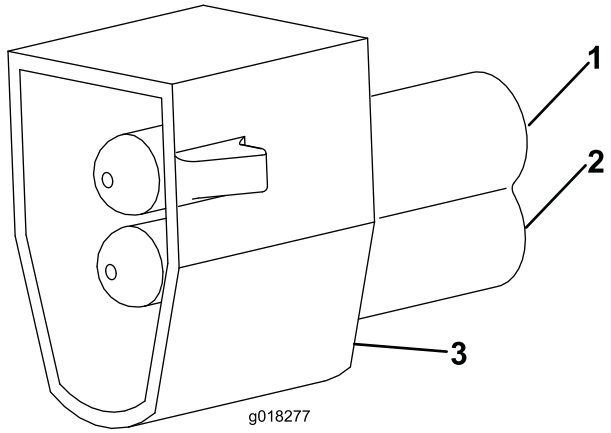

Figura 9
3. Empurre o conector PM2 para os terminais do cabo da placa de matrícula (Figura 9).